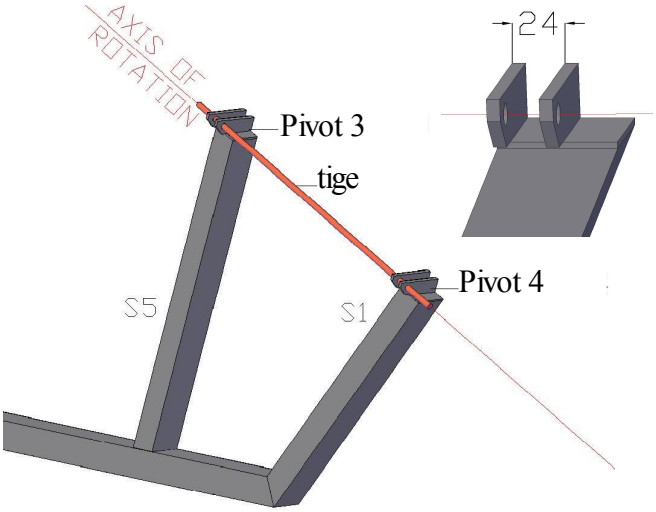

Fig. 21: Assemblage des principaux repères étape 3
3. Soudez les pivots 3 et 4 à une distance de 24 mm du côté nord de respectivement S5 et S1, en utilisant une nouvelle fois la tige pour vérifier l'alignement. Voir Fig. 21.